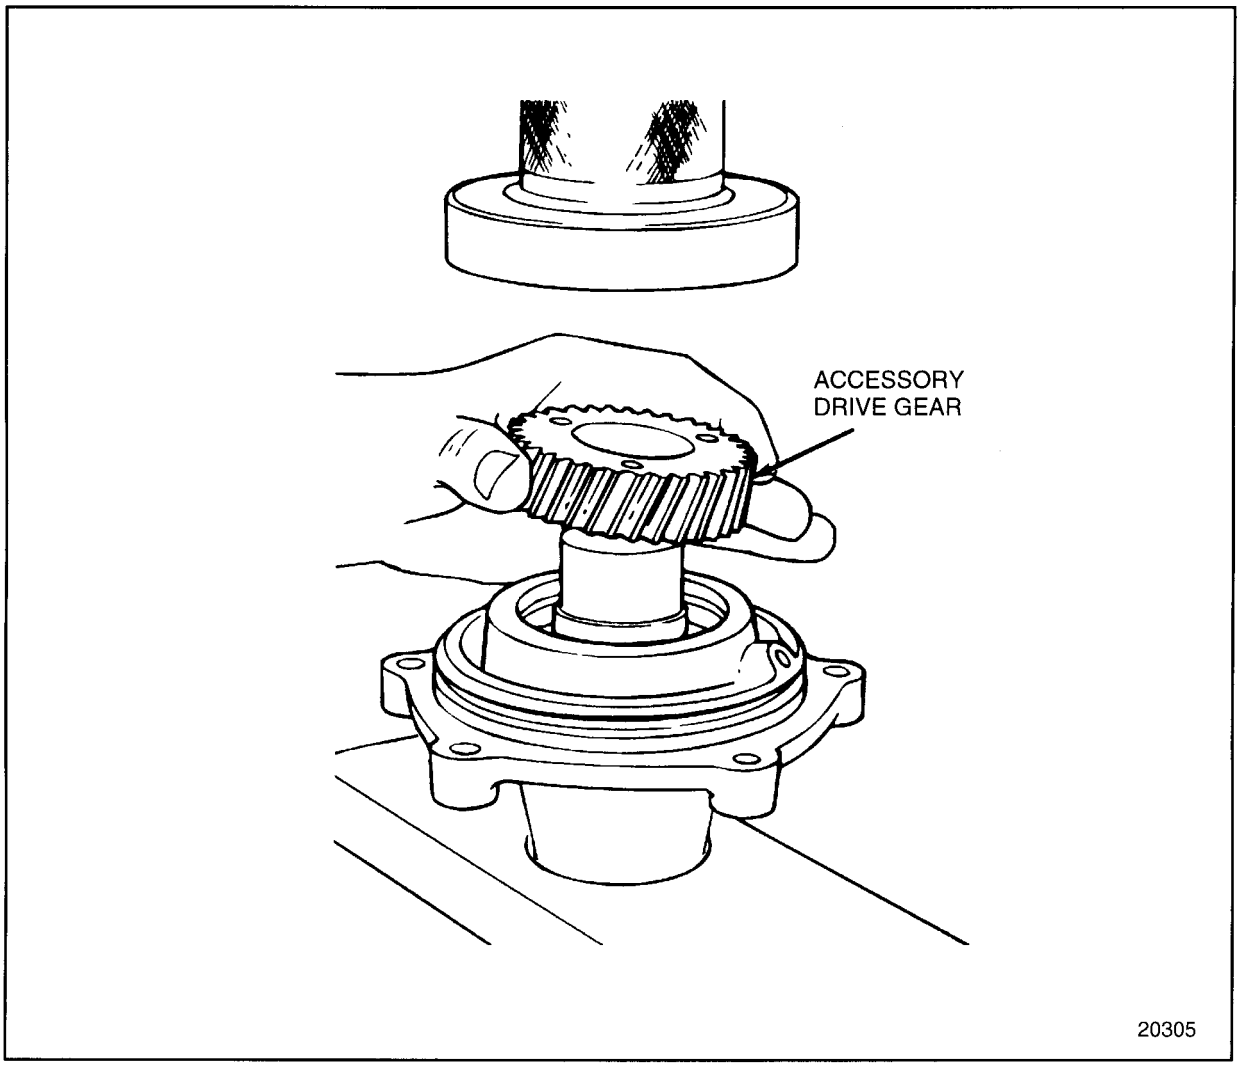

Figure 1-477 Accessory Drive Gear Installation
15. Use a press to install the drive gear on the accessory drive shaft until it is flush with the drive shaft end. Make sure the three threaded holes are facing up. See Figure 1-477.